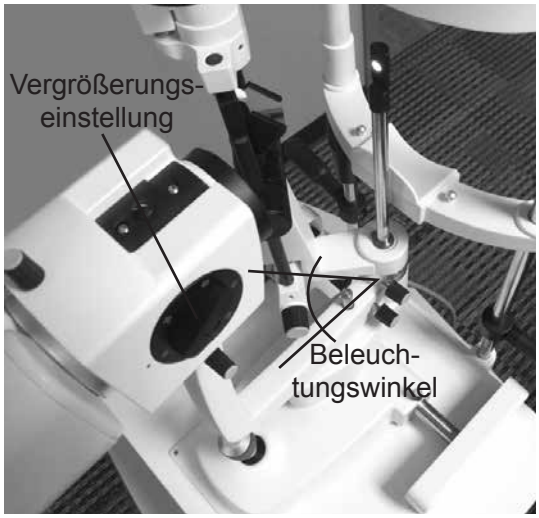

Abbildung IN-5 Beleuchtungswinkel
11. Der Winkel zwischen dem Beleuchtungssystem und dem Mikroskop kann zwischen 0° und 90° nach links oder rechts verändert werden. Siehe Abbildung IN-5.
13. Die Vergrößerung wird mit der Vergrößerungseinstellung an der Mikroskopanordnung verändert. Siehe Abbildung IN-5.